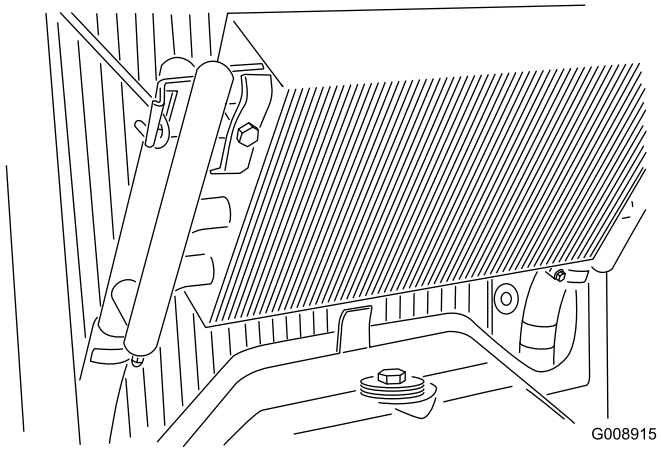

Figuur 53
3. Maak de oliekoeler los en kantel deze naar achteren (Figuur 53). Reinig beide zijden van de oliekoeler en de omgeving van de radiateur grondig met water of perslucht. Kantel de oliekoeler weer in positie.